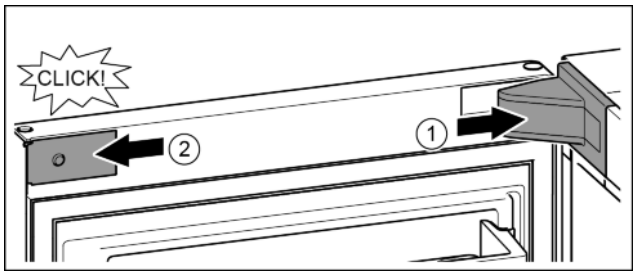

Fig. 24
▶ Put the mounting block cover on and click into place. If necessary push apart carefully. *Fig. 24 (1)*
▶ Position the cover plate on the side and click into place. *Fig. 24 (2)*